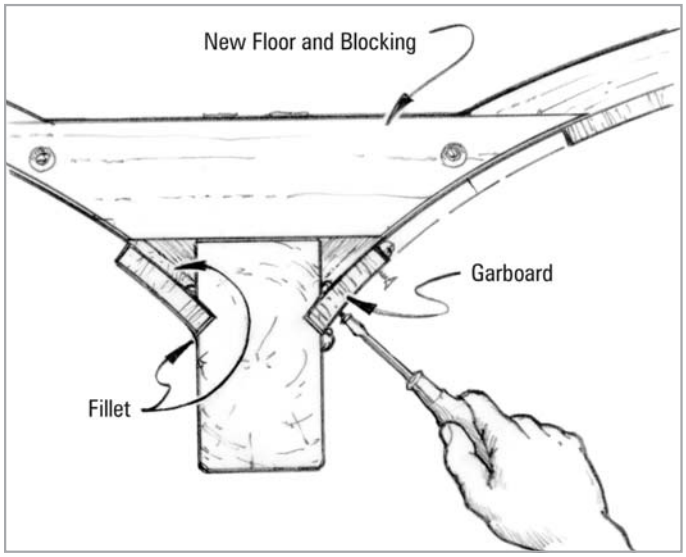

Figure 4-12 *Bond the garboard back into position next to the keel.*
5. Install the garboard with the original screws *(Figure 4-12)*. Start at the middle and work toward both ends.